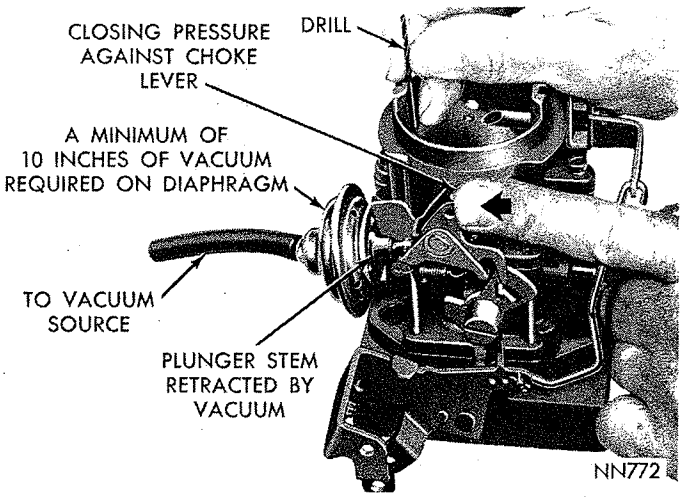

***Fig. 15—Vacuum Kick Adjustment***
(1) With engine **Not** running, open the throttle valves far enough to allow choke valve to be moved to closed position.
(2) Disconnect vacuum hose from diaphragm and connect hose from the vacuum supply, as shown in (Fig. 15). A minimum of 10 inches of mercury (HG) will be required.
(3) Insert specified drill between the choke valve and wall of the air horn. (Refer to Specifications.) Apply sufficient closing pressure on choke shaft lever to provide the smallest choke valve opening possible without distortion of the diaphragm link. Note that cylindrical stem of diaphragm will extend, as an internal spring is compressed. The spring must be fully compressed for proper measurement of the kick adjustment.
(4) An adjustment will be necessary if a slight drag is not obtained as drill or gauge is being removed.
(7) Install choke operating link and recheck choke valve opening, using a drill (Fig. 15).